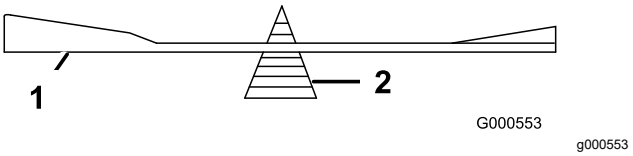

Rysunek 70
2. Sprawdź wyważenie ostrza, układając je na równoważniku ostrzy (Rysunek 70).